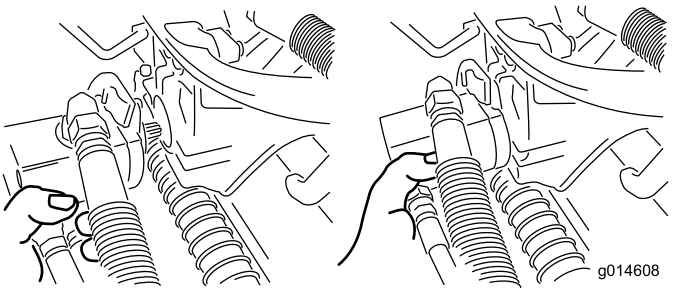

Figure 52
3. Amenez le moteur à la position de rangement sur l'avant du bras de suspension (Figure 52).